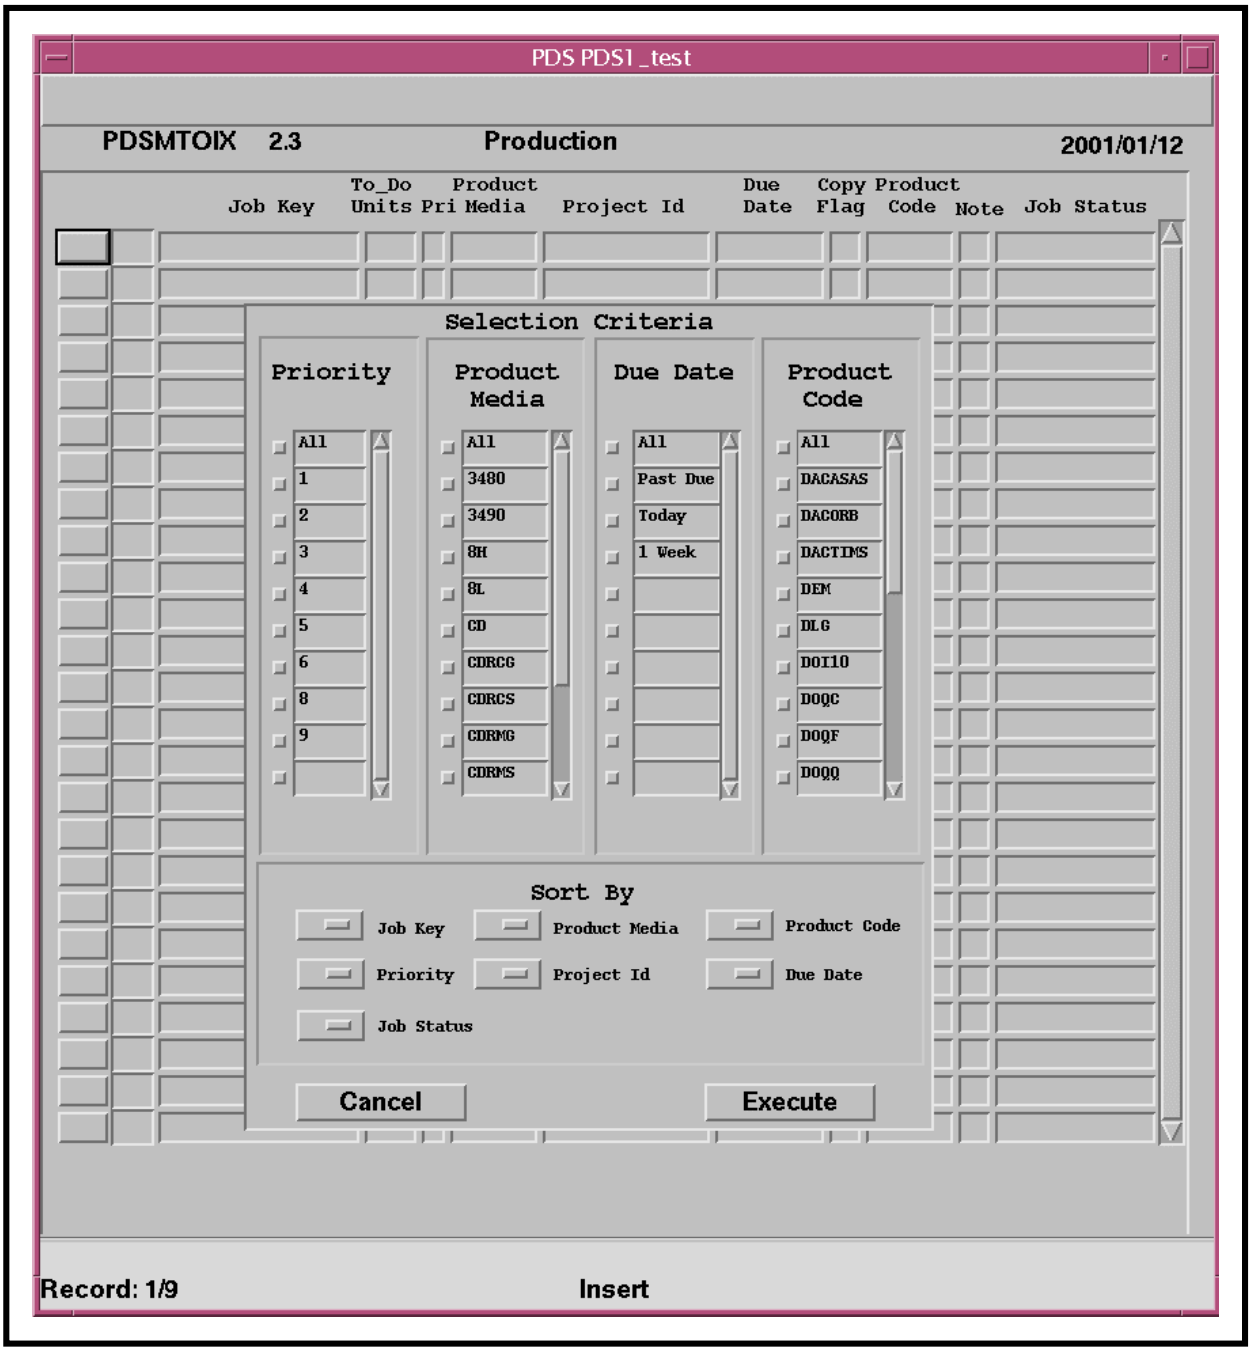

Figure 74. PDSOI Start-Up Selection Screen
- The **PDSOI Start-Up Selection Screen** (Figure 74) is displayed.
- For example, “PDS1_test” in the header of Figure 74 indicates that “PDS1” was chosen as the Machine ID and that “test” was typed in as the Console ID.